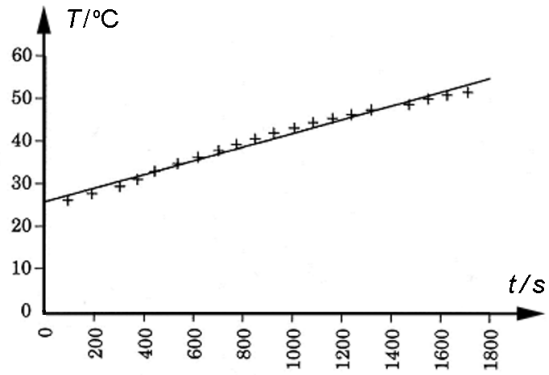

Figur 4: Temperaturens variation med tiden i den varma reservoaren.
b) Diagrammet i figur 4 visar hur temperaturen i den varma reservoaren, varierar med tiden t. Mätningen började då värmepumpen startades. För enkelhetens skull anpassar vi en rät linje till mätpunkterna med hjälp av minsta kvadratmetoden. Det ger